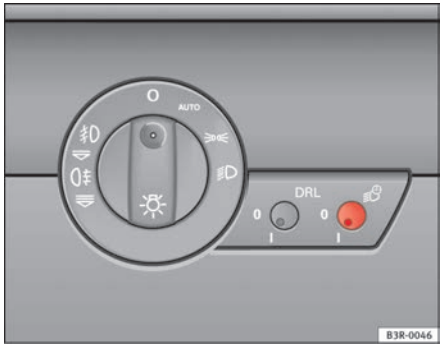

Fig. 85 Detailed view of the instrument panel: Coming home and leaving home functions
– Briefly press the knob ⇒ fig. 85 to release it from its set position.